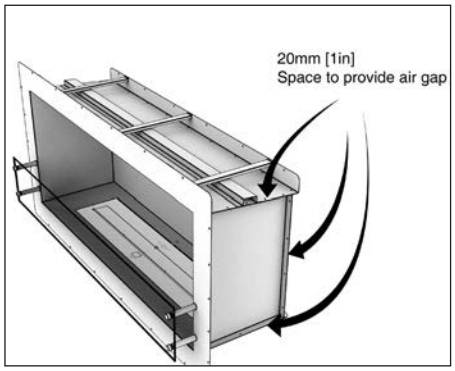

Fig. 3
- have built-in spacers of 20mm (0.8 in.) on all sides to ensure that it does not sit directly against any combustible material and an air gap is incorporated for insulation around the box construction. *(Fig. 3)*